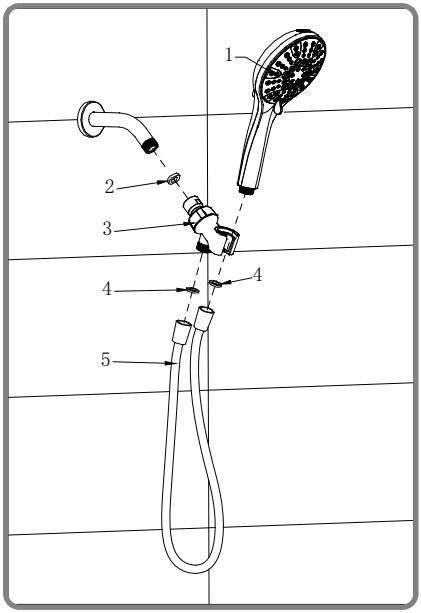

fig.2
4. Screw the shower arm mount onto the end of the shower pipe in a clockwise direction. Insert the rubber washers (4) into both ends of the shower hose (5), then connect the hose to the shower arm mount (3) and the hand shower (1). Place the hand shower into the bracket. (Refer to Fig. 2)